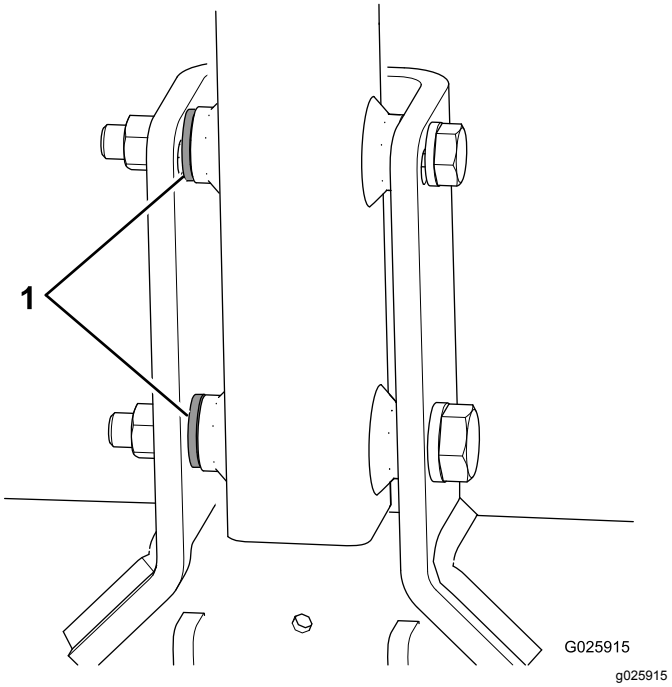

Figura 6
- Se a sua máquina tiver uma terceira anilha incluída com cada parafuso, utilize essas anilhas como espaçadores entre o engate e o interior do suporte da articulação do engate (Figura 6).